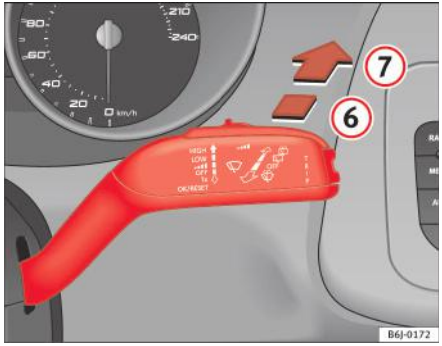

Fig. 62 Maneta ştergătoarelor şi a sistemului de spălare a parbrizului: ştergătorul lunetei
– Apăsaţi maneta înainte în poziţia (6) ⇒ fig. 62. Ştergătorul va curăţa luneta la aproximativ fiecare 6 secunde.
– Apăsaţi maneta complet înainte, în poziţia (7) ⇒ fig. 62. Ştergătorul şi sistemul de spălare a lunetei funcţionează simultan. Sistemul de spălare a parbrizului va funcţiona atât timp cât menţineţi maneta în această poziţie.